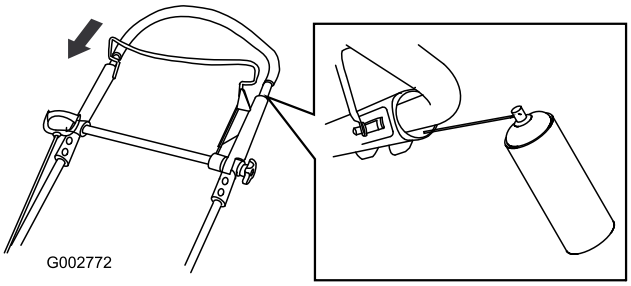

Figur 41
2. Tryck ner det övre handtaget helt och spreja plastinsidan på det yttre handtaget (Figur 41).